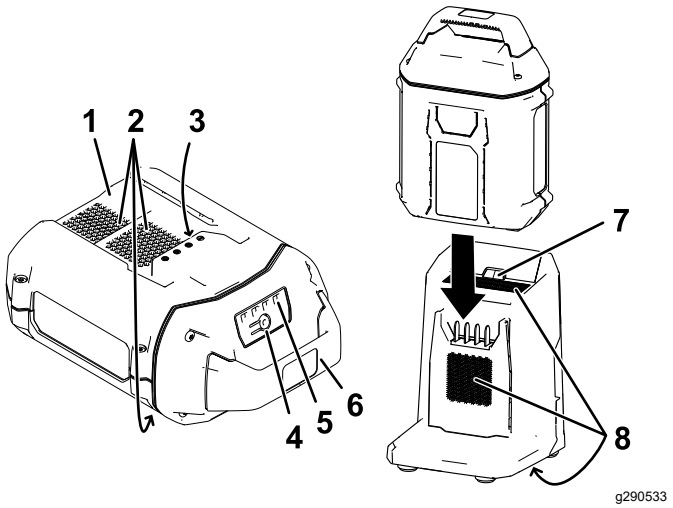

**Figure 10**
2. Placez le creux de la batterie (Figure 10) en face de la languette du chargeur.
3. Glissez la batterie dans le chargeur jusqu'à ce qu'elle soit complètement enclenchée (Figure 10).